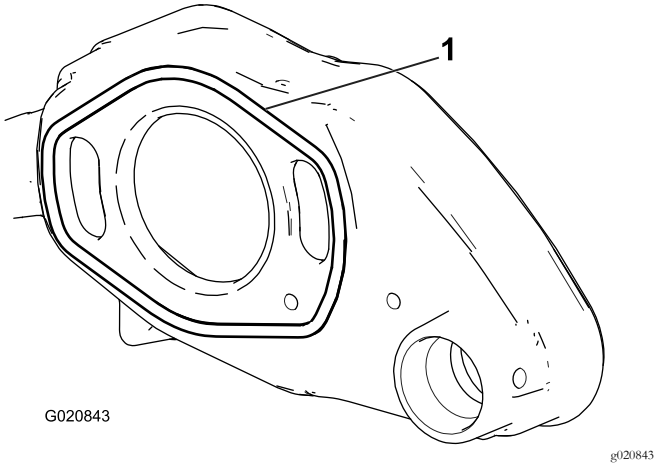

Bild 5
1. Setzen Sie den neuen O-Ring in die Rückseite des Groomergehäuses ein und fetten Sie die freiliegenden Oberflächen des O-Rings etwas mit synthetischem Fett ein (Bild 5).